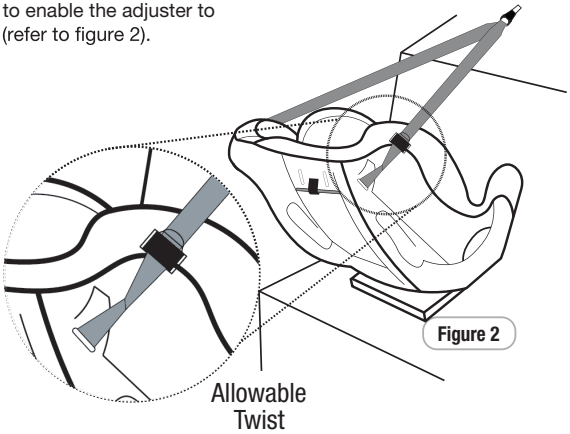

Figure 2
**Step 1:** The top tether will have one twist between the adjuster and the side of the restraint (refer to figure 2).
**Step 2:** The adjuster is positioned to enable the adjuster to face the rear passenger side door (refer to figure 2).